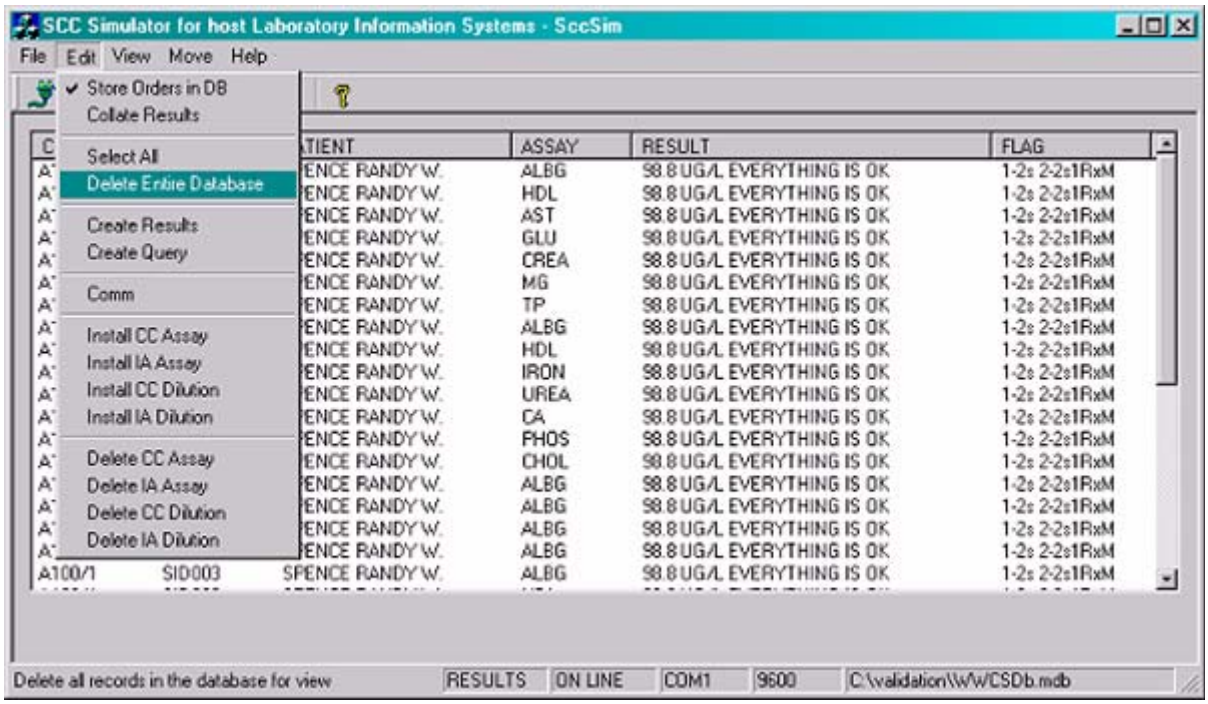
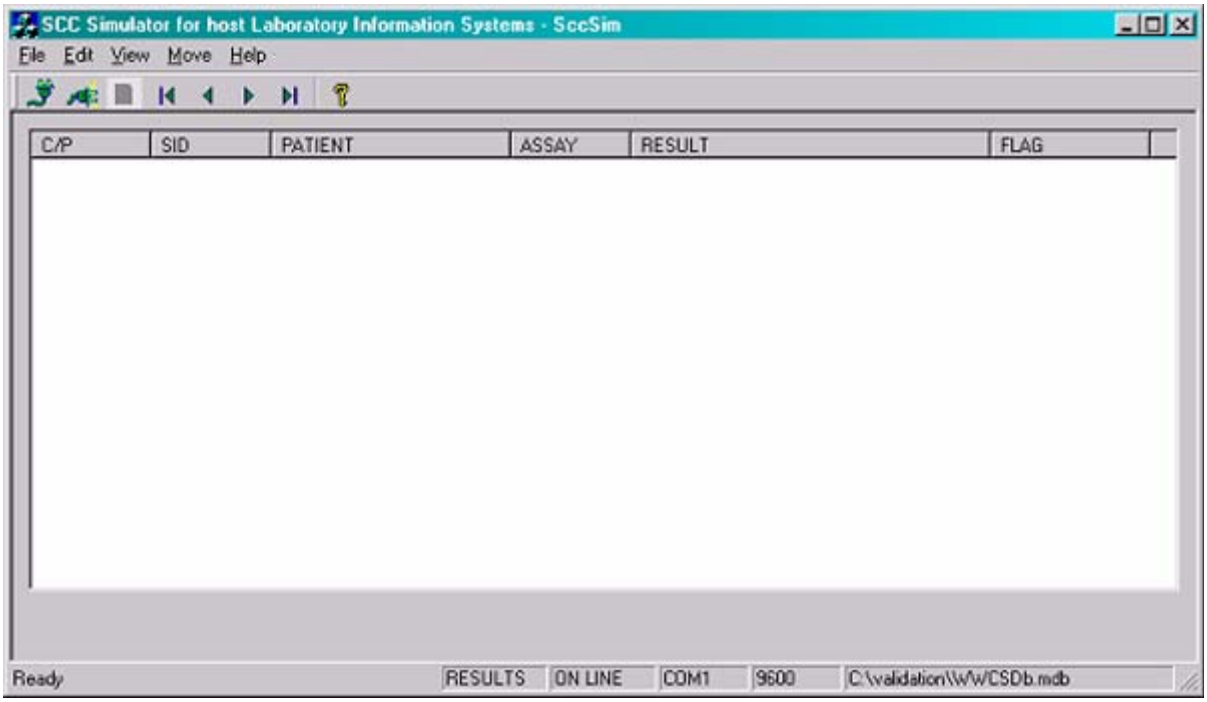

Figure 5.45: Delete Entire Database for Selected View
Figure 5.46: View after Deletion of Entire Database
- The user can request the Simulator delete all the records for the currently selected view by selecting **Edit**, **Delete Entire Database** (*Figure 5.45*). *Figure 5.46* illustrates the view after the deletions have been made.